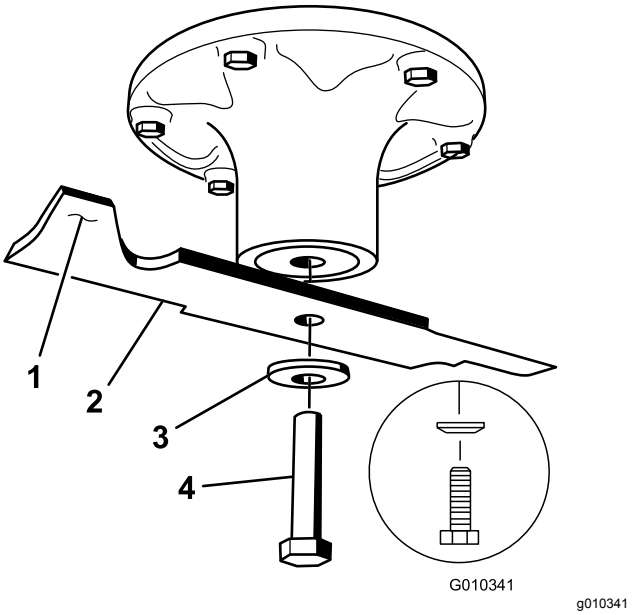

Figuur 77
2. Verwijder de mesbout, de klemring en het mes van de spilas (Figuur 77).